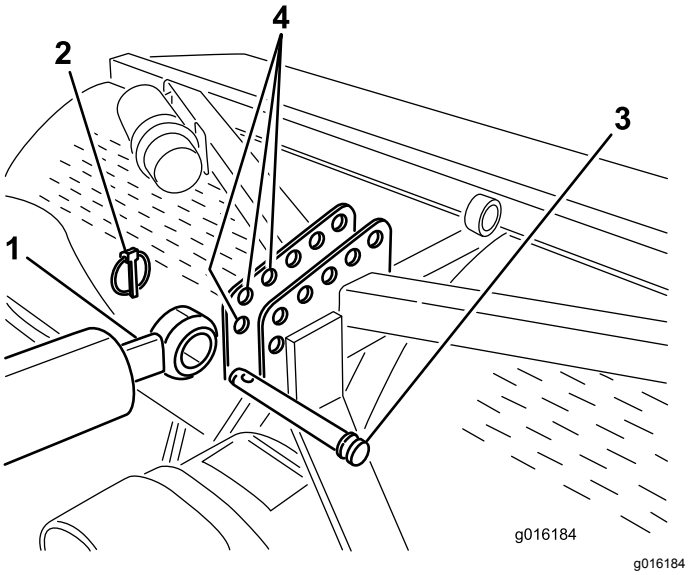
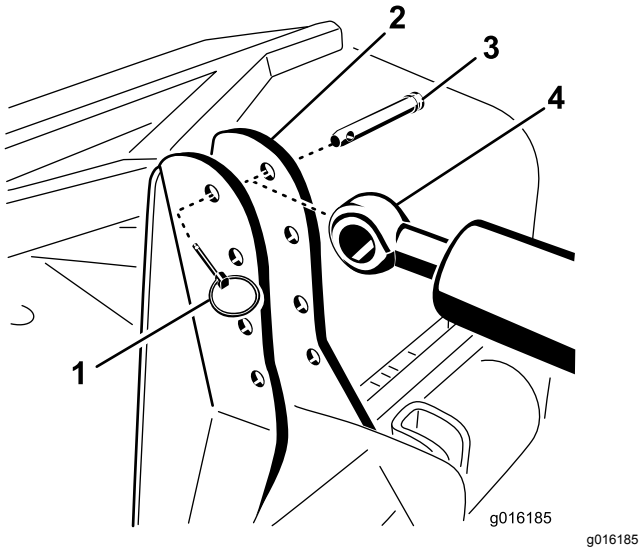

Figur 6
Figur 7
7. Fest stangenden på det hydrauliske toppleddet til hullet som sitter lengst framme i luftemaskinbraketten, med festetapp og ringstift (Figur 6 eller Figur 7).